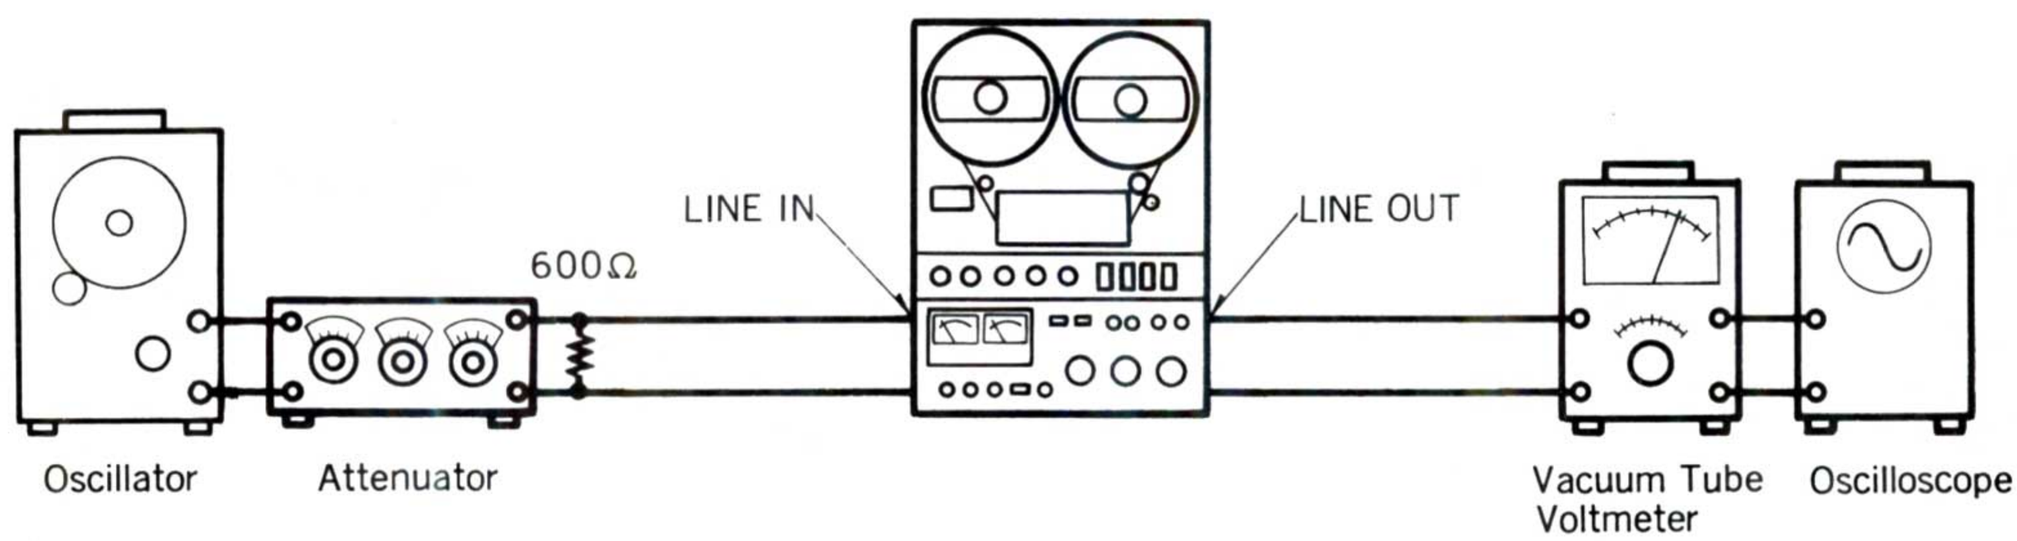

Fig. 13
2. Supply output from oscillator through attenuator to LINE IN, and output from LINE OUT to the vacuum tube voltmeter. (refer to fig. 13)